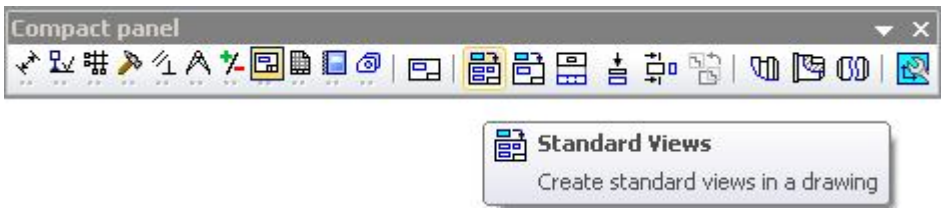

Figure 1.15 – Compact panel
2. On the Main menu, select create New – Drawing a blank mode for the drawing. On the Compact panel select Views – Standart Views – From file (Fig. 1.15).